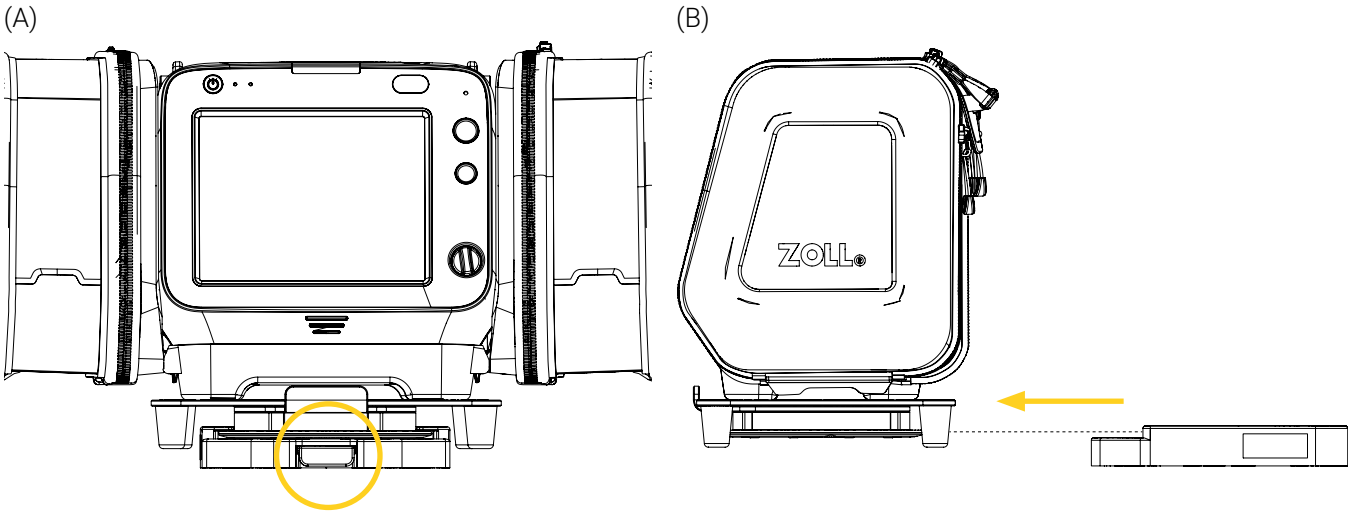

Figure 9: Removing the Bracket Pro Serie 27 – FL from the mounting system
1. Press and hold the quick release button of the mounting system (Figure 9 A), then slide the disc of the Bracket Pro Serie 27 – FL out of the mounting system horizontally (Figure 9 B), while paying close attention not to wedge the power cords or tubing.